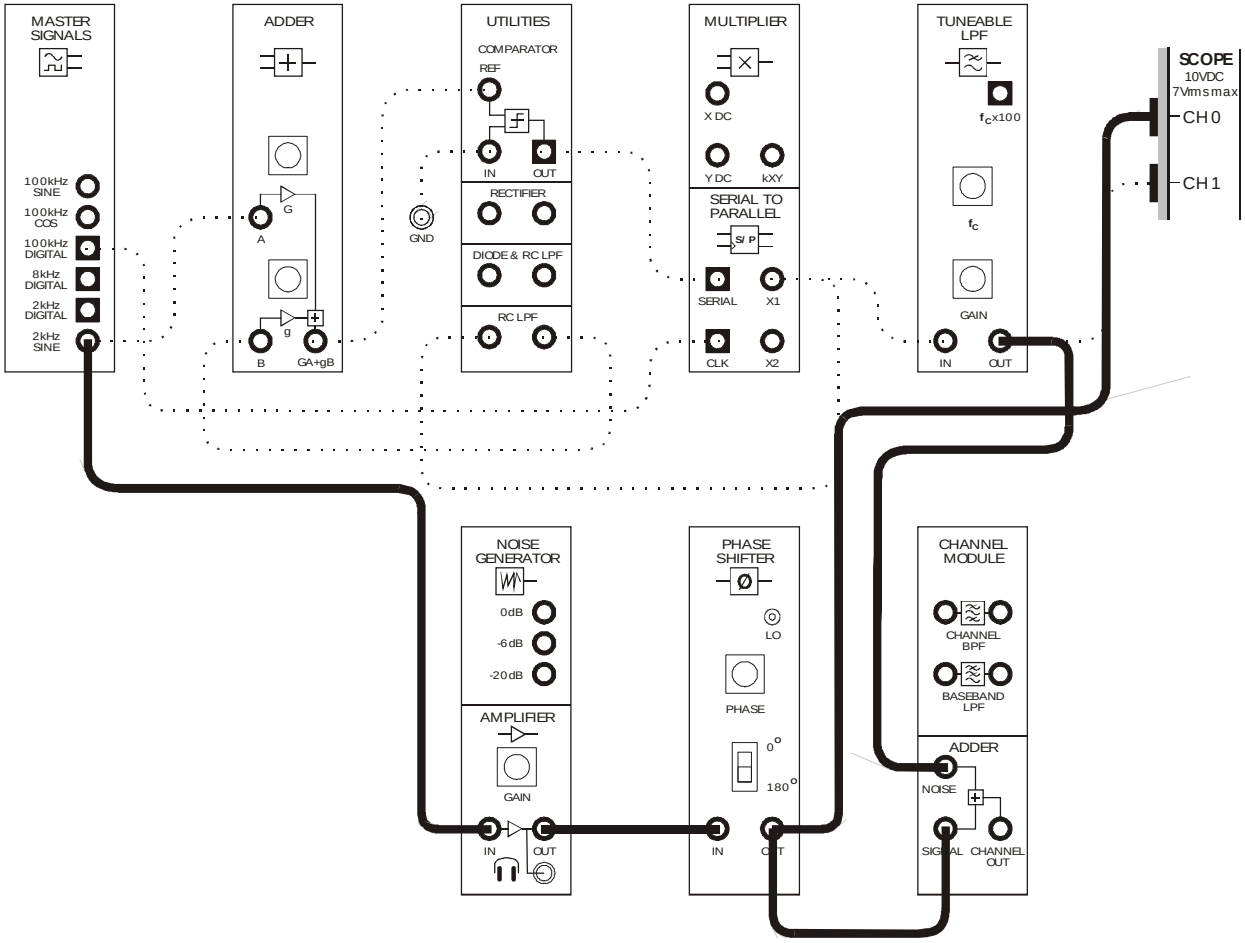
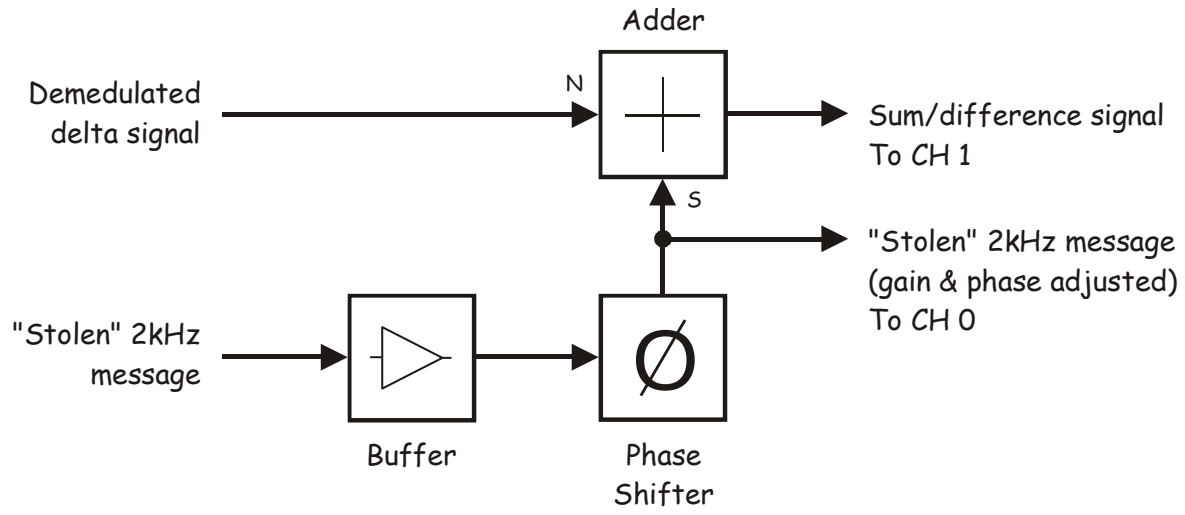

Figure 18
Figure 19
47. Modify the set-up as shown in Figure 18 below.
The additions to the set-up in Figure 18 can be represented by the block diagram in Figure 19 below. The 2kHz message is stolen from the Master Signals module and phase shifted using the Phase Shifter module. The signal is then added to the signal on the Tuneable Low-pass Filter module's output using the noise Adder module. Importantly, the noise Adder module wouldn't normally be used for this purpose as it has fixed-gain input. However, the regular Adder module is used to implement the delta modulator. The means that the Amplifier module must be used for one of the noise Adder module's input signals (in this case, for the stolen message) so that the two signals can be made the same size. This is essential for the nulling process in SNDR measurements.